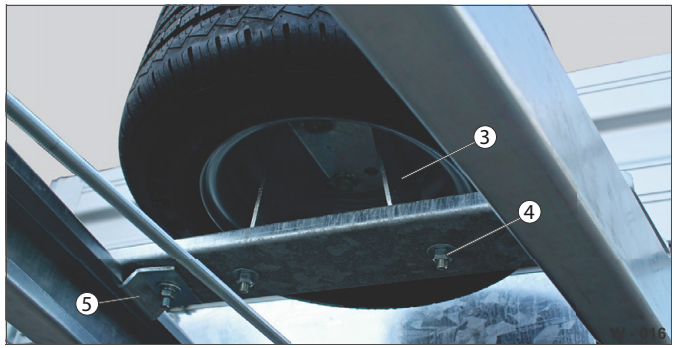

Abb. 18 Upevnění rezervního kola
▶ Pravidelně kontrolujte pevné usazení šroubových spojů (Abb. 18/4) držáku rezervního kola (Abb. 18/3) a upínacího držáku (Abb. 18/5).